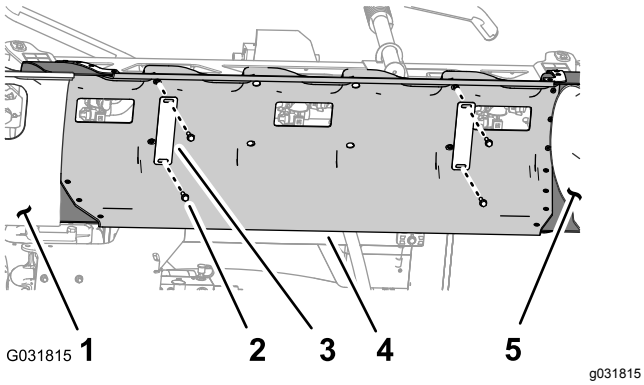

Figuur 19
1. Ondersteun het deksel van de middelste spuitboom (11 spuitdoppen) en verwijder de 4 flenskopbouten (5/16 x 1-1/4 inch) en 2 dekselbanden waarmee het deksel bevestigd is aan de steunbeugel van het deksel (Figuur 19).